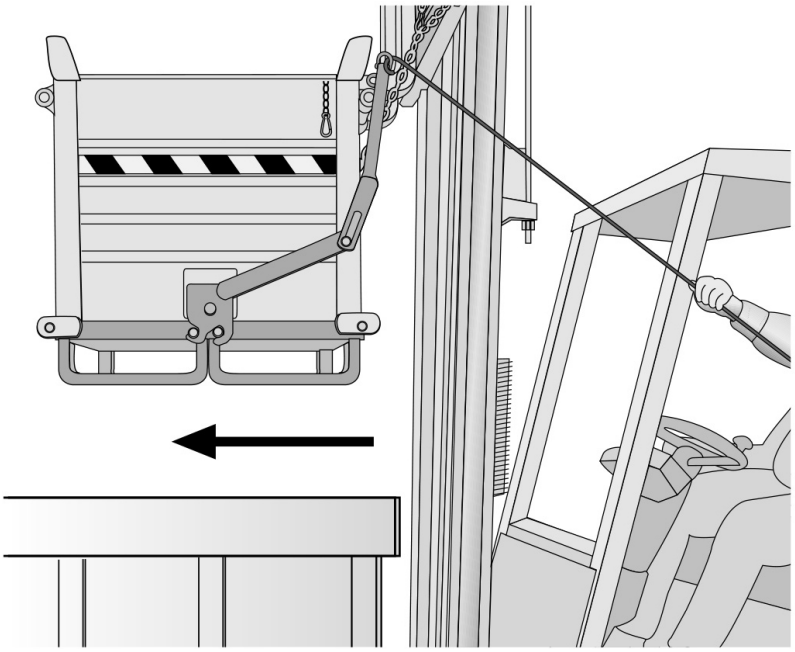

Bild 6.2.7
• 6.2.10 Bewegen Sie sich vorwärts, um den Container über den Entladebehälter zu platzieren **(Bild 6.2.7)**.